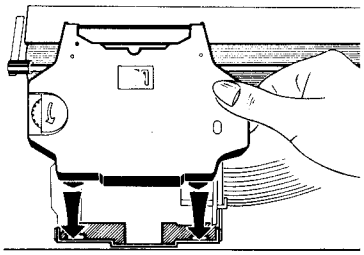

Abb. 3
1. Halten Sie beim Einlegen die neue Kassette leicht schräg. Setzen sie die Rastnasen der Kassette in die Führungen auf der Lagerplatte (Abb. 3).